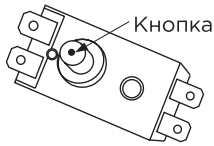

Рис.8)
2. Натисніть кнопку, розташовану в центрі термовимикача, дивіться Рис.8;